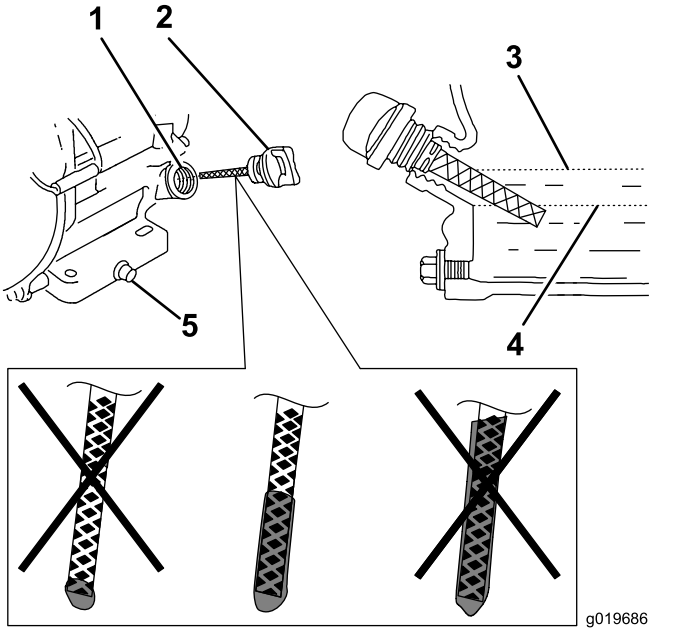

図 16
6. ディップスティックを抜いてエンジンオイルの量を点検する図 16。